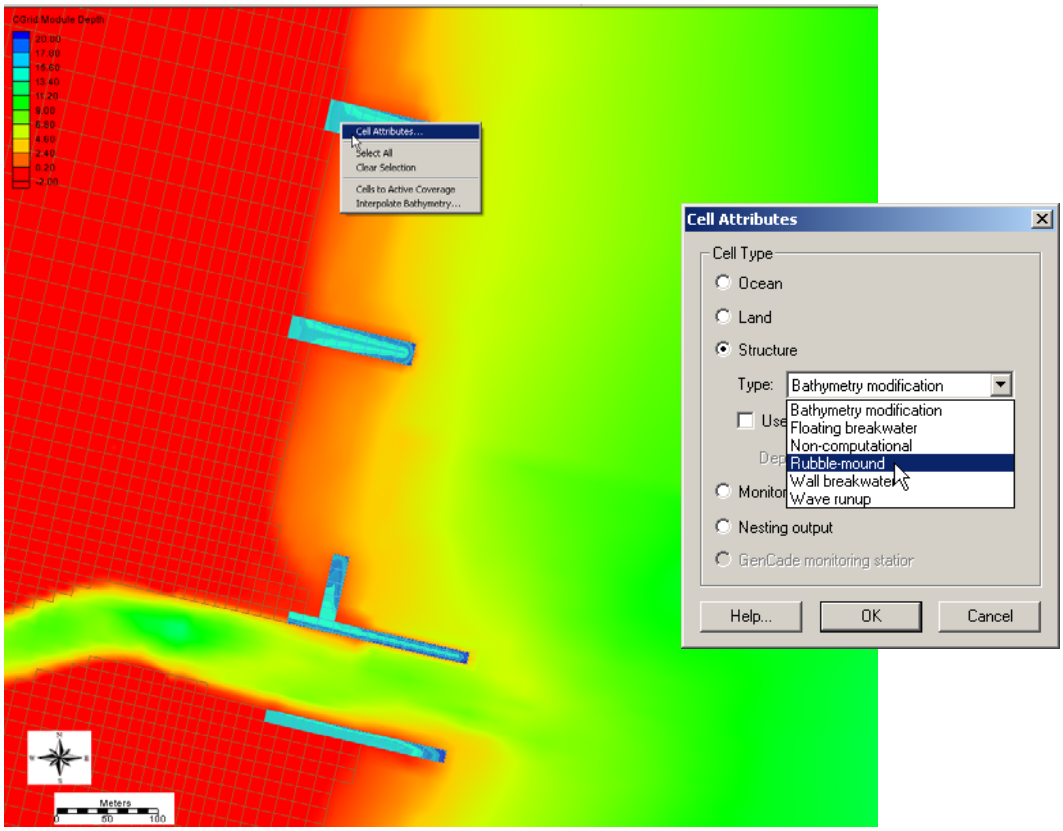

Figure 29. Setting structure cells in CMS-Wave.
3. Set the jetty and groin cells to rubble-mound type structures by selecting the cells (Figure 29), and rt-click, *Cell Attributes..*, and select a *Rubble-mound* from the *Structure Type*, click *OK*.